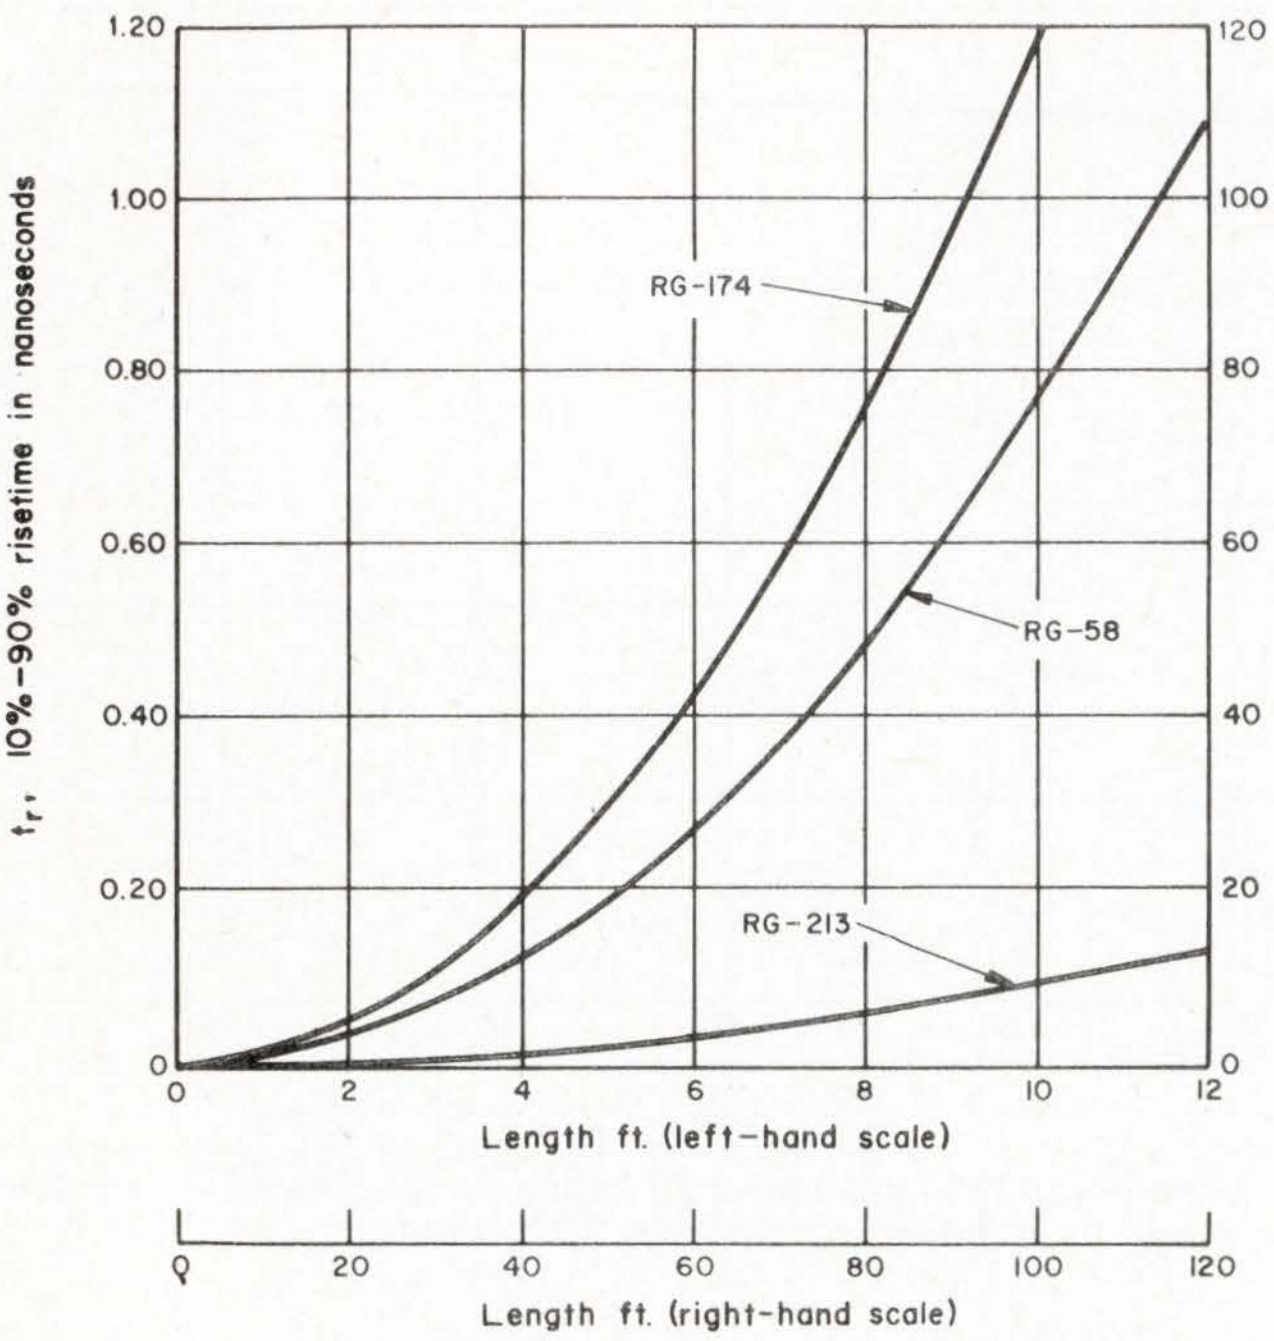

Fig. 4. Risetime vs length for common solid-poly cables. Risetime increases as the square of the cable length.
- **Risetime** of a section of cable varies as the square of its length. (See Fig. 4.)
Since the 10/90% risetime, t_r, is $28.8T_o$, it too varies as the square of cable length. Thus, the plot of risetime vs length is a parabola; it is shown in Fig. 4.